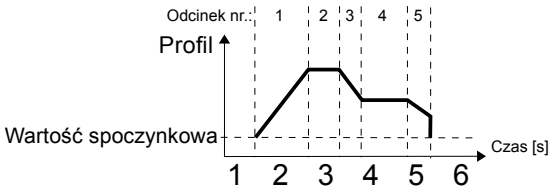

Rys.7.116. Przykładowy przebieg Profil/timera
- **poziomem (bramkowanie)** – oznacza, że skonfigurowany przez użytkownika **Profil** będzie generowany w czasie, gdy sygnał źródłowy będzie miał wartość większą od zera. W przypadku, gdy sygnał źródłowy będzie miał wartość zero lub mniejszą od zera, zdefiniowany **Profil** nie będzie generowany. Patrz **Rys.7.116** oraz **Rys.7.117** przykład **a)**.
- **zboczem (jednokrotne)** – oznacza, że skonfigurowany przez użytkownika **Profil** będzie wyzwalany **zboczem** (z wartości **≤ 0** do wartości **> 0**) sygnału źródła wyzwalania. Po wyzwoleniu zboczem **Profil** będzie generowany w całości (**jednokrotnie**) niezależnie od dalszych zmian sygnału źródła. Patrz **Rys.7.116** oraz **Rys.7.117** przykład **b)**.
- **zboczem (powtarzalne)** – oznacza, że skonfigurowany przez użytkownika **Profil** będzie wyzwalany **zboczem** (z wartości **≤ 0** do wartości **> 0**) sygnału źródła wyzwalania. Jednak w tym trybie w odróżnieniu od trybu zboczem (jednokrotnie) zdefiniowany **Profil** będzie wyzwalany i odtwarzany (**powtarzalne**) od początku za każdym razem, gdy sygnał źródła wyzwalania będzie generował zbocze, niezależnie czy **Profil** zdążył się wykonać do końca czy nie. Patrz **Rys.7.116** oraz **Rys.7.117** przykład **c)**.
*Rys.7.117. Przykładowe przebiegi wyjściowe **Profilu** zdefiniowanego na **Rys.7.116** wyzwalanego **sygnałem źródła wyzwalania** dla **Trybu wyzwalania**: **poziomem (bramkowanie)**, **zboczem (jednokrotne)**, **zboczem (powtarzalne)***